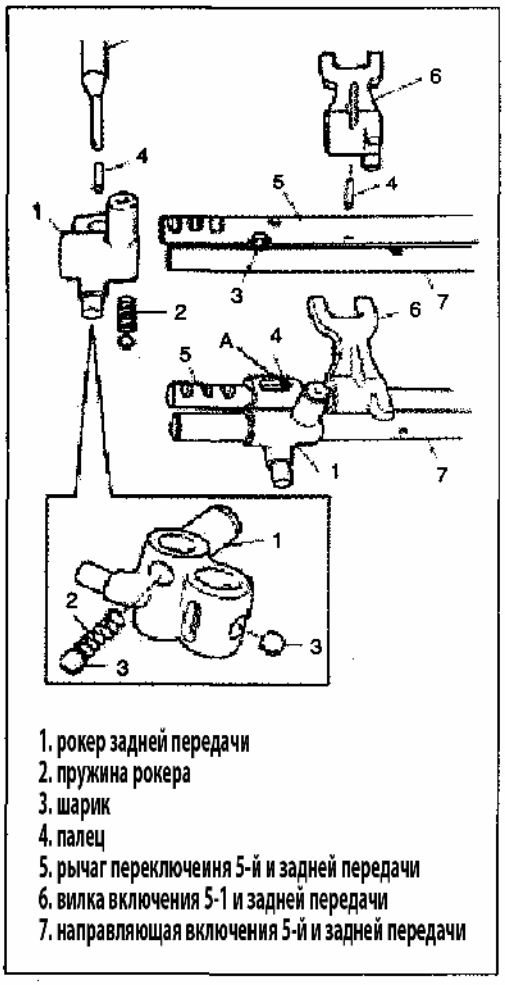

Рис. 391
2) Замените или отремонтируйте компоненты и установите вал в правильное положение как показано на рисунке (Рис. 391).